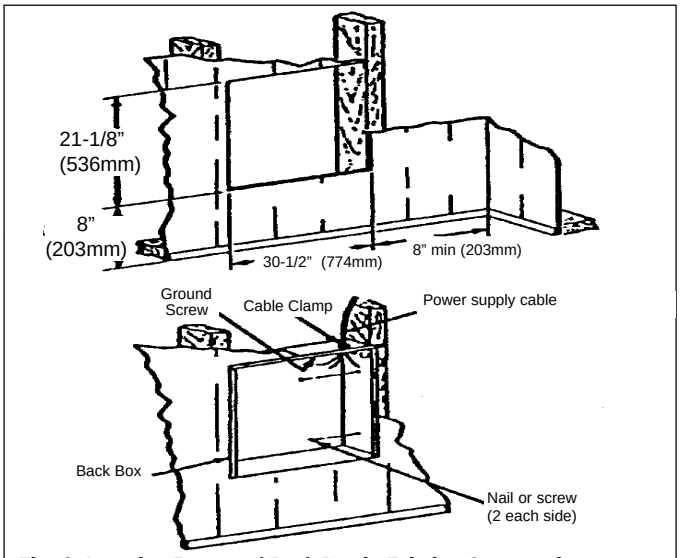

Fig. 2: Locating Recessed Back Box in Existing Construction
2. Power Supply Wiring (See Figure 2)
1. Provide a wall opening 30-1/2" (774mm) wide by 21-1/8" (536mm) high at the desired mounting height, but no closer than 8" (203mm) to floor or adjacent wall. (See Figure 2.)
b. Secure the back box in place with wood screws or nails. (see Fig. 2)